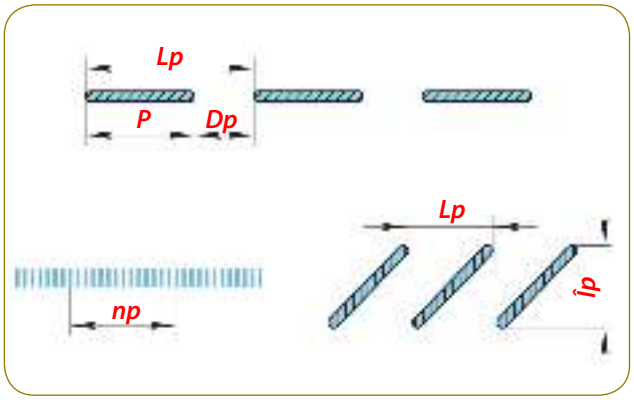

Figura 2.1. *Structura cusăturii*
Pas (P), care reprezintă distanța dintre două împunsături succesive ale materialului cu acul (figura 2.1).